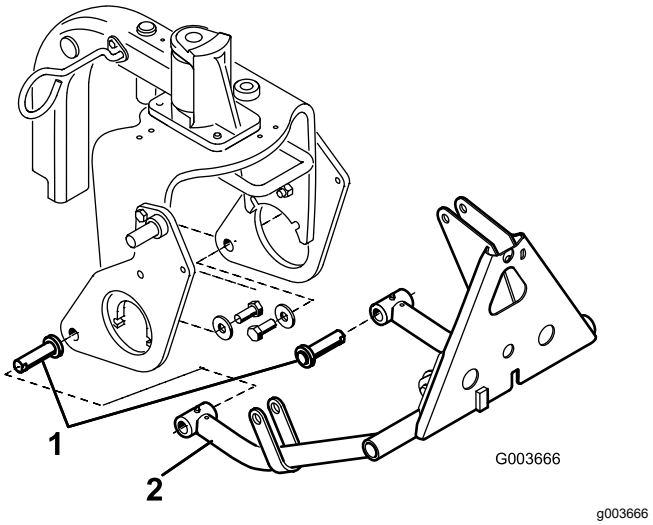

Figur 13
3. Sæt en cylinderstift i hvert trykarmsrør som vist i Figur 13.
4. Sæt trykarmsrørene på højre og venstre plovplade, idet cylinderens stiftstyr rettes ind, så de flugter med hullerne i plovpladerne (Figur 13).
5. Monter en cylinderstift på hver plovplade med en bolt (⅝" x 1½") og en spændeskive (1,68" udvendig diameter x 0,65" indvendig diameter) som vist i Figur 13.